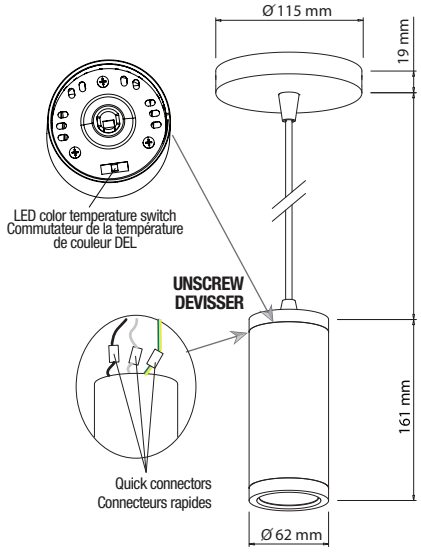

**Fig. 1a**
2. Select the desired LED color temperature using the switch inside the cylinder (Fig. 1a detail).
3. Assemble the luminaire by screwing the two parts (Fig. 1a).
1. Brancher les connecteurs rapides entre les fils du module cylindrique et ceux du kit de montage (Fig. 1a détail).
2. Sélectionner la température de couleur de la DEL choisie à l'aide de l'interrupteur situé à l'intérieur du cylindre (Fig. 1a détail).
3. Assembler le luminaire en vissant les deux parties (Fig. 1a).